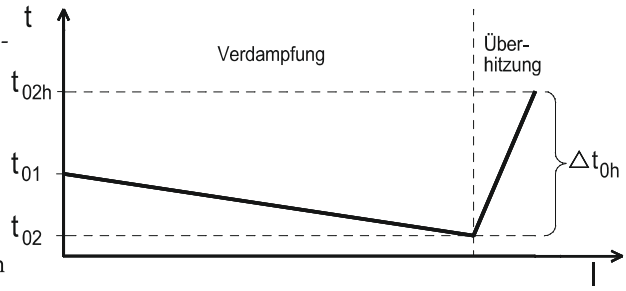

Abb. 1.4 Temperaturverlauf im Verdampfer mit 0,248 bar Druckabfall
21. Bestimmen Sie anhand des in Abbildung 1.4 dargestellten Temperaturverlaufs eines Verdampfers den Druckabfall des Verdampfers in K, die Verdampfungstemperatur am Verdampferende t_{02} und die Überhitzungstemperatur am Fühler des TEVs t_{02h}. Begründen Sie, ob ein TEV mit innerem oder äußerem Druckausgleich